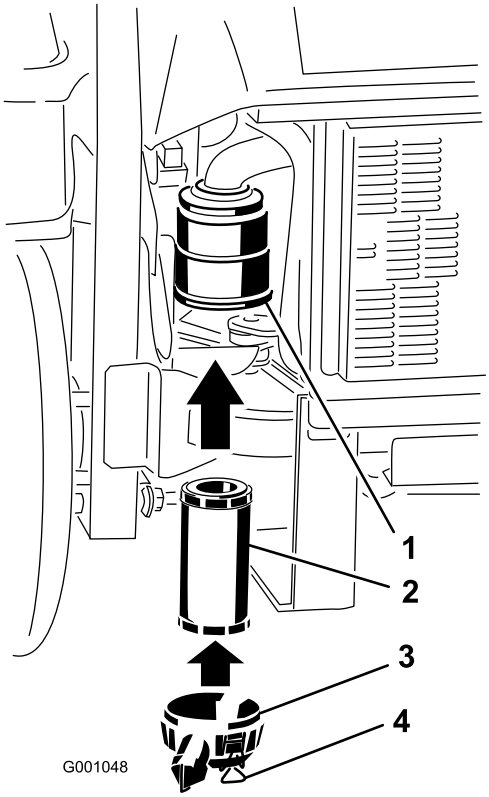

Figuur 28
2. Schuif het filter voorzichtig in het filterhuis (Figuur 28). Zorg ervoor dat het filter volledig vastzit door de buitenring van het filter tijdens de montage aan te drukken.
3. Monteer het luchtfilterdeksel en vergrendel dit (Figuur 28).